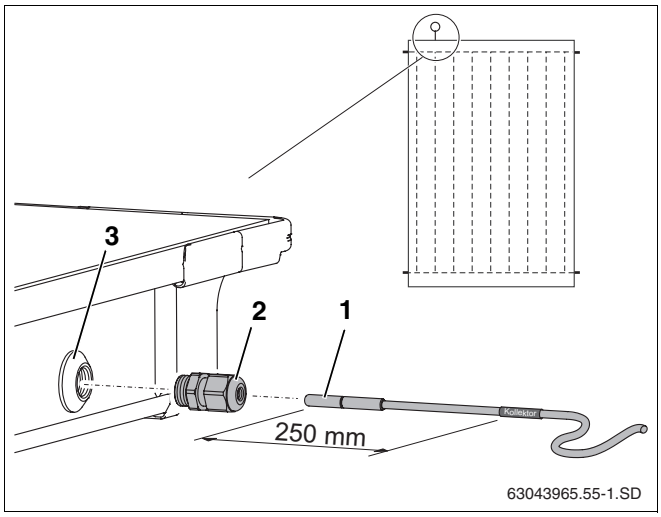

Abb. 33 Kollektorfühler in den Kollektor schieben
Für die einwandfreie Funktionstüchtigkeit der Solaranlage ist es notwendig, dass der Kollektorfühler (Abb. 33, **Pos. 1**) bis zum Anschlag (entspricht ca. 250 mm) in das Fühlerleitrohr eingeschoben wird.
- Mit dem Kollektorfühler oder Schraubendreher die Dichtungsschicht der Fühlerdurchführung (Abb. 33, **Pos. 3**) durchstoßen.
- Klemmverschraubung (Abb. 33, **Pos. 2**) in Fühlerdurchführung eindrehen.
- Klemmverschraubung (Abb. 33, **Pos. 2**) festziehen, ggf. gegenhalten.
Haben Sie die Fühlerdurchführung (Abb. 33, **Pos. 3**) eines falschen Kollektors durchstoßen, ist diese mit dem Stopfen aus dem Anschlusssatz abzudichten. Zuvor müssen Sie mit Hilfe der Kabelverschraubung (Abb. 33, **Pos. 2**) die in der Fühlerdurchführung befindliche Mutter entfernen.